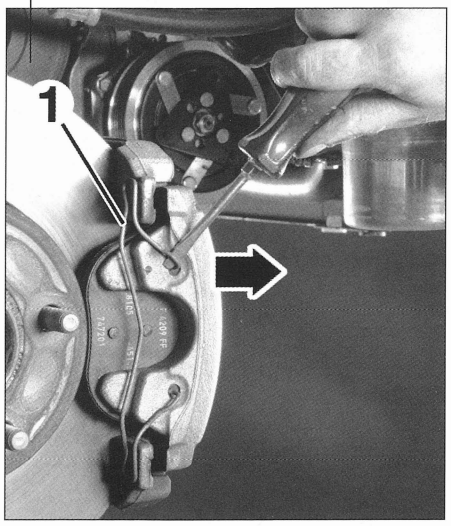

FIG. 7
. Desmontar el muelle (1) de la pinza (fig. 7).